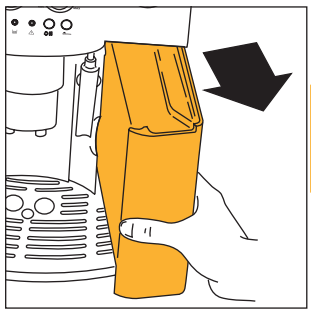

Abb.1
- Den Wassertank herausnehmen (Abb. 1), diesen ausspülen und bis zur Markierungslinie MAX mit frischem Wasser füllen. Zum Herausnehmen des Wassertanks den Milchaufschäumer stets zur Mitte der Maschine hin positionieren, da dieser sonst das Herausnehmen des Tanks behindern könnte.